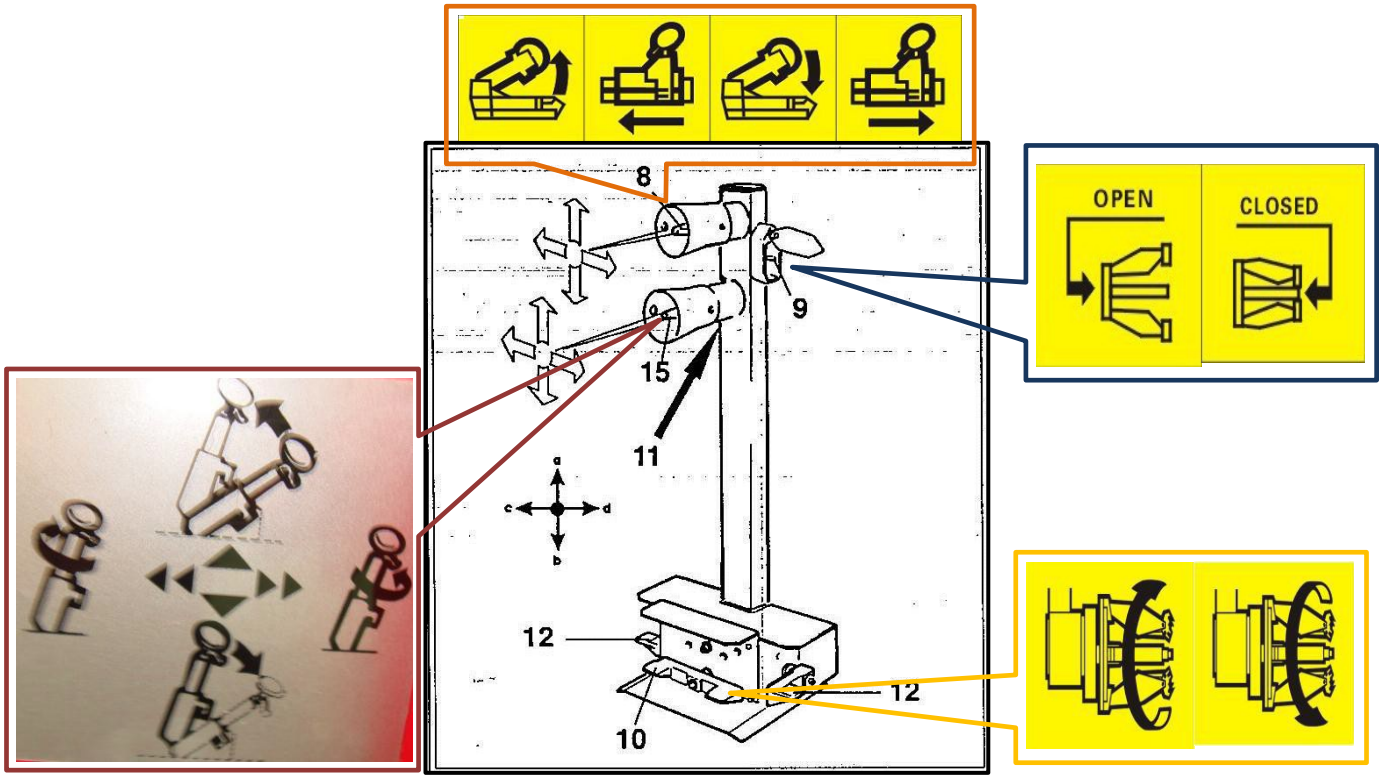
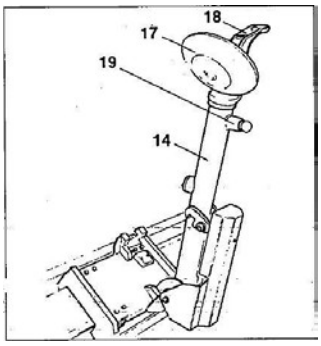

Рис. 6.2
Рис. 6.3
Подвижный пульт управления, ПУ, (рис. 6.2) позволяет оператору работать в любом положении, находясь вблизи приспособления. На подвижном пульте управления расположены следующие функциональные устройства:
1. ***Верхняя ручка управления (8, рис.6.2)***, которая в ***положении «a»*** поднимает рычаг патрона и в ***положении «b»*** опускает его; в ***положении «c»*** перемещает патрон вправо и рычаг держателя инструмента одновременно (так что они приближаются друг к другу), а в ***положении «d»*** перемещает патрон влево и рычаг держателя инструмента вправо (так что они удаляются друг от друга).
2. ***Нижняя ручка управления (15, рис.6.2)***, когда она поднята ***вверх a***, переводит рычаг держателя инструмента в нерабочее положение, когда опущена ***вниз b***, рычаг переводится в рабочее положение, когда она ***в левом положении c***, головка инструмента поворачивается на 180° против часовой стрелки, при ***правом положении d***, головка инструмента поворачивается в противоположном направлении и возвращает инструмент в исходное положение.
3. ***Переключатель патрона (9, рис. 6.2)***. При передвижении вверх – открывает кулачки самоцентрирующегося патрона (БЛОКИРОВКА/LOCKING), а при передвижении вниз, закрывает кулачки самоцентрирующегося патрона(РАЗБЛОКИРОВКА/UN-LOCKING).
4. ***Педаль (10, рис. 6.2).*** При нажатии на правую или левую сторону – вращает самоцентрирующийся патрон в направлении, показанном стрелками на педали ножного управления.
5. ***Переключатель второй скорости (11, рис.6.2)*** при нажатии вместе с педалью (10, Рис.6.2), вращает самоцентрирующийся патрон на высокой скорости.
6. ***Педали 2-й скорости (12, рис. 6.2)*** перемещают самоцентрирующийся патрон и держатель инструмента, закрывают и открывают каретку с высокой скоростью.
На шиномонтажном станке также имеется ручка (19, рис.6.3), которая позволяет заменять инструменты (например, для крепления дополнительного аксессуара ролик RT для бескамерных шин).
1) Переместите нижнюю ручку управления (15, рис. 6.2) вверх (a), рычаг инструмента (14, рис. 6.3) должен наклониться в нерабочее положение.
2) Когда держатель инструмента находится в нерабочем положении, переместите верхнюю ручку управления (8, рис. 6.2) вверх (a): подвес шпинделя (2, рис.3.1) должен подняться; переместите ручку вниз (b): подвес должен опускаться.
переместите ручку влево (c): удерживающий рычаг шпинделя (2, рис. 3.1) должен двигаться вправо и удерживающий рычаг инструмента (14, рис. 6.3) влево; двигаясь одновременно, оба рычага должны сближаться,
Повторите эти операции («c» и «d») одновременно нажав одну из двух педалей (12, рис. 6.2): указанные выше движения должны происходить на высокой скорости.
3) Поверните рычаг переключателя (9, рис. 6.2) по направлению вверх: кулачки шпинделя должны открыться (3, рис. 3.1); передвиньте рычаг вниз, и кулачки шпинделя должны закрыться.
Повторите эти операции одновременно нажав одну из двух педалей (12, рис. 6.2): указанное выше движение должно происходить на высокой скорости.
4) Нажмите на правую педаль (10, рис. 6.2): шпиндель (3, рис. 3.1) должен повернуться по часовой стрелке; нажмите на левую педаль: шпиндель должен повернуться против часовой стрелки.
Потяните рычаг переключателя (11, Рис.6.2) вниз и повторите описанные выше операции: шпиндель должен двигаться с высокой скоростью.
- Передвиньте рычаг переключателя (9, рис. 6.2) вверх до тех пор, пока кулачки шпинделя не будут полностью выдвинуты.
5) Установите кулачки (22, рис. 3.1) в закрытое положение, передвиньте колесо на подвижном столе к самоцентрирующемуся зажимному патрону. Управляйте переключателем зажимного патрона (9, рис. 6.2) для открытия самоцентрирующегося зажимного патрона и фиксирования в ободе колеса.